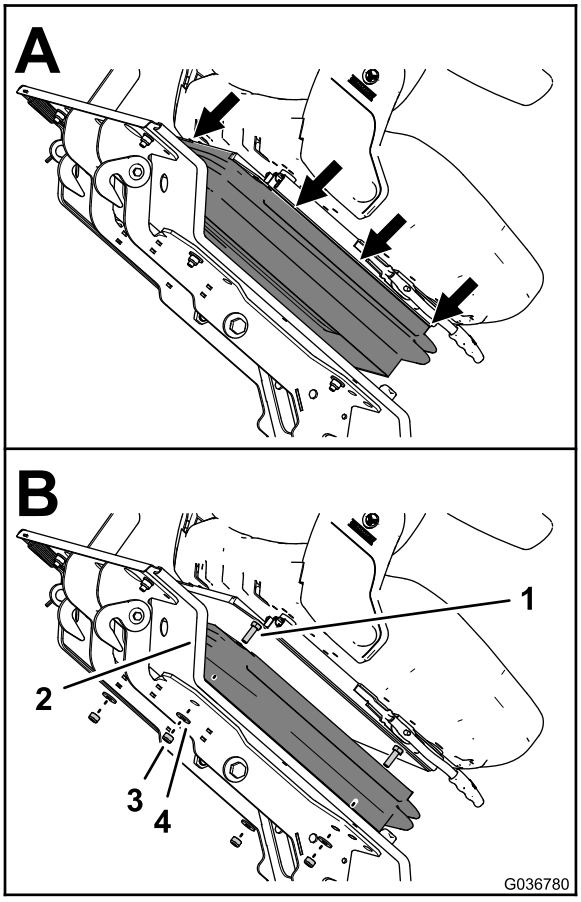

Figure 10
C. When all of the tabs are removed from their slots, pull the rubber boot down (A of Figure 10).
4. While supporting the seat, remove the 4 washers (8 mm) and 4 locknuts (8 mm) that secure the seat to the seat platform (B of Figure 10).